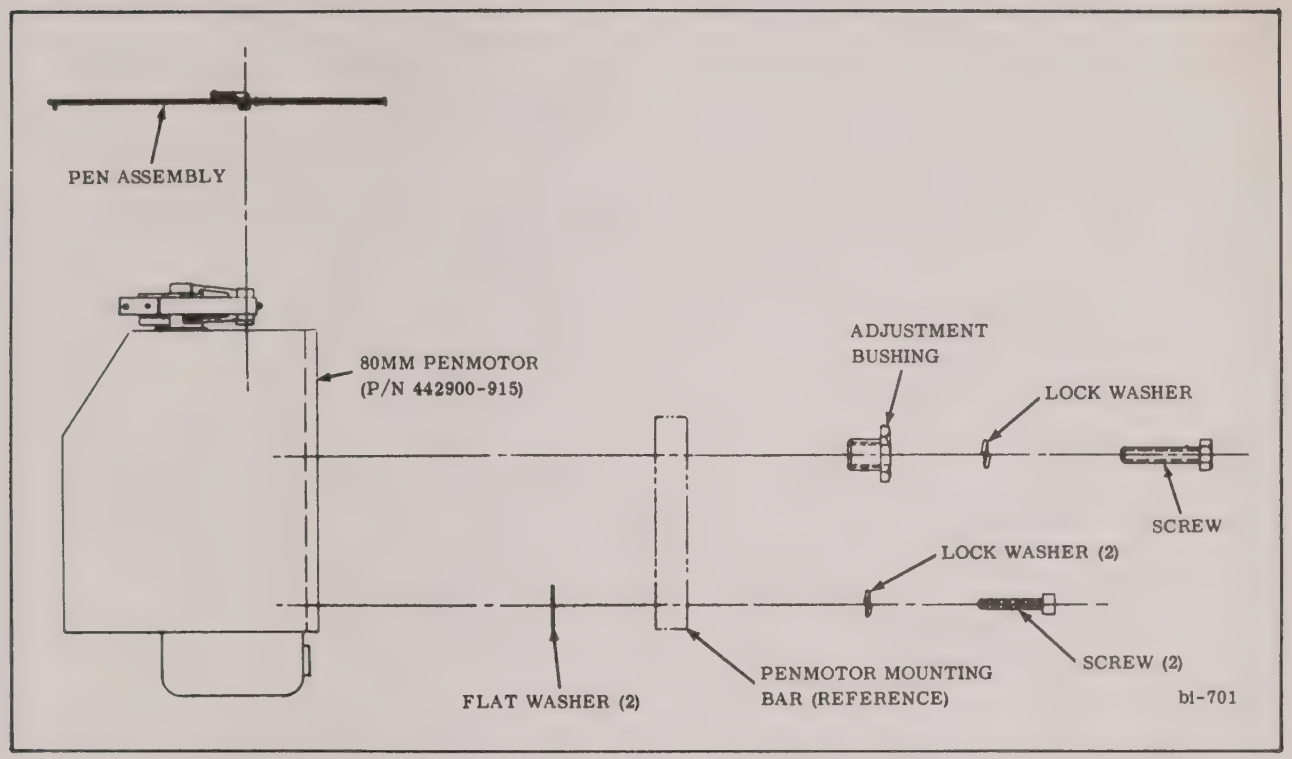

FIGURE 6-18 80MM PENMOTOR REPLACEMENT
3. Support penmotor and remove three screws, two falt washers, three lcokwashers, and adjustment bushing (Fig. 6-18).